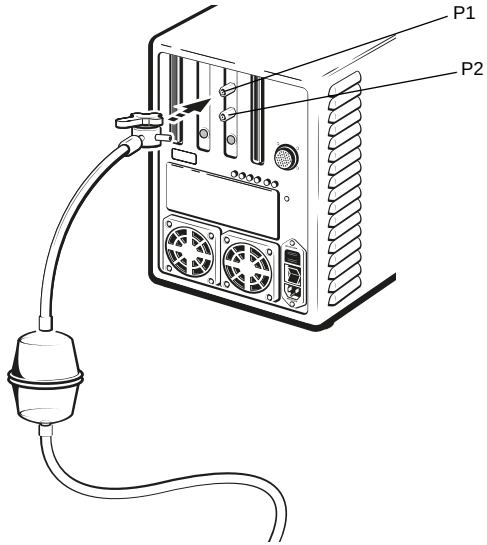

Abbildung 4-4. Anschließen der Drucküberwachungsleitung
1. Schließen Sie eine Drucküberwachungsleitung mit Dreiwegehahn und Flüssigkeitssperre an den Luerlock-Druckmessumformerstecker auf der Rückseite des Grundgeräts an (siehe Abbildung 4-4). Die Flüssigkeitssperre dient zum Schutz des Druckmessumformers in der Konsole.